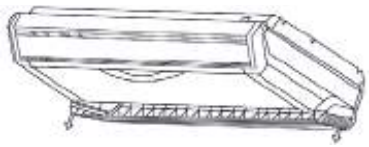

*Рисунок 6.6*
- Для чистки фильтра- сетки необходимо извлечь его из корпуса блока. Для этого откройте крышку передней панели блока и потяните фильтр вниз и на себя (см. рисунок 6.6)